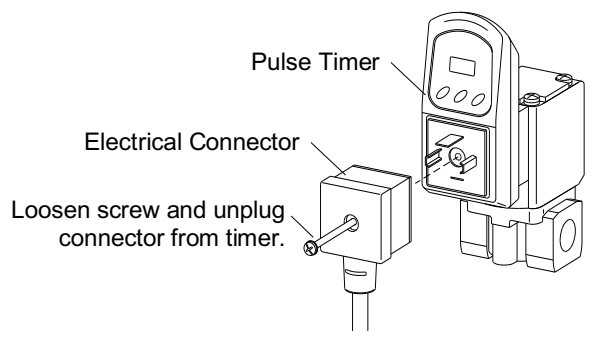

Figure 53
**7.18.1** Loosen the connector screw and unplug the electrical connector from the timer, as shown in Figure 53.